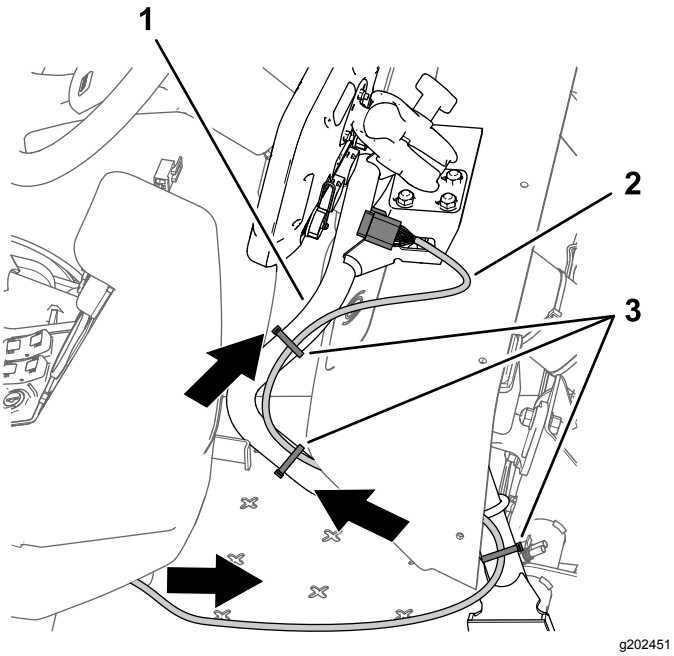

Figur 205
1. Før dataledningsnettets afgreningsledning på 220 cm (afgreningsledningen med stikket med 26 sokler) fremad og under instrumentpanelet (Figur 205).
2. Før afgreningsledningen på 220 cm fra dataledningsnettet langs monitorens støtterør (Figur 205)
4. Sørg for, at dataledningsnettets afgreningsledning på 220 cm har nok frirum til at lade sprøjteoperatøren justere monitorens placering, og fastgør ledningsnettet til monitorens støtterør med kabelbånd som vist i Figur 205.